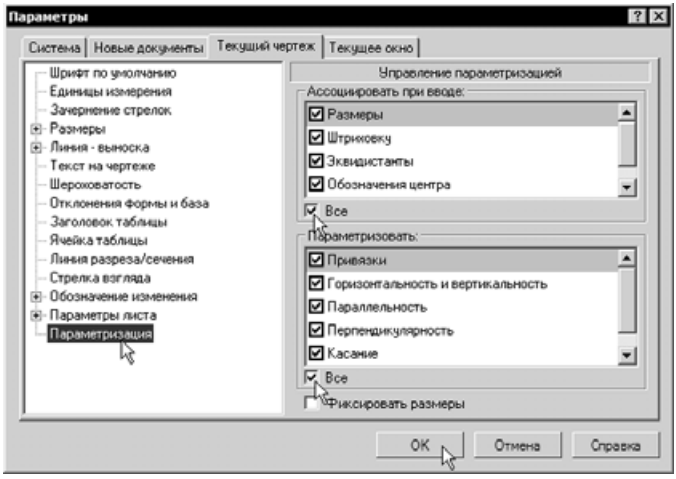

Рис. 3.32
- Выполните команду **Сервис | Параметры**. На вкладке **Текущий чертеж**, в самом конце списка разделов настройки, укажите раздел **Параметризация** (рис. 3.32).